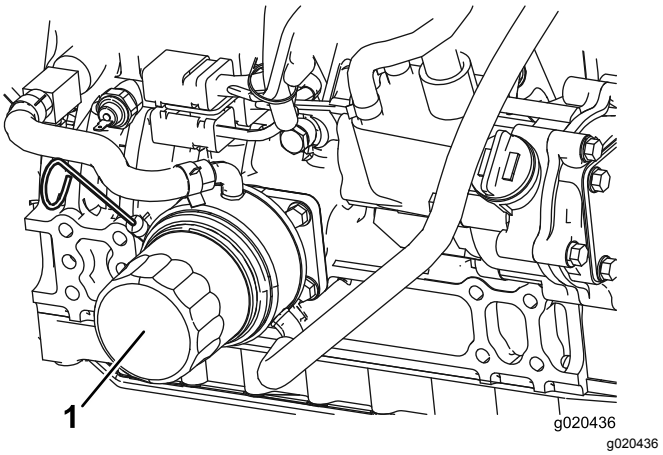

Figur 75
2. Fjern oliefilteret (Figur 75). Smør et tyndt lag ren olie på det nye filters pakning, før det skrues på. **Overspænd ikke.**